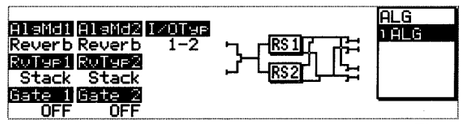

Fig.1
1. While holding SHIFT key down, press FUNC1 key to call "ALG" (algorithm editor). (See Fig.1. P6)
1．SHIFT キーを押しながら FUNC１キーを押して，アルゴリズムエディタを呼び出す。(Fig.1.P6)